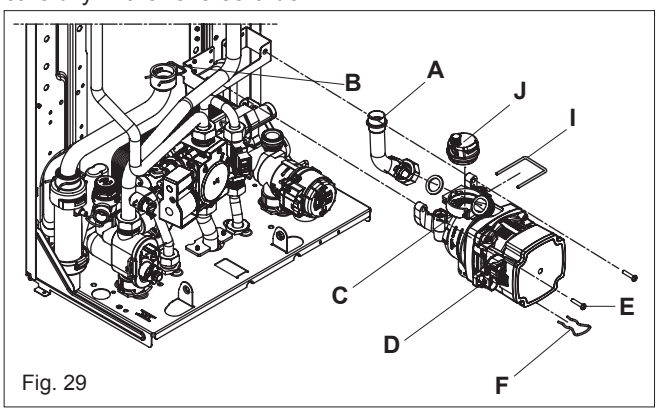

Fig. 29
6.5 PUMP ASSEMBLY (fig. 29)
6.8 LOWER AUTOMATIC AIR RELEASE VALVE (fig. 29)